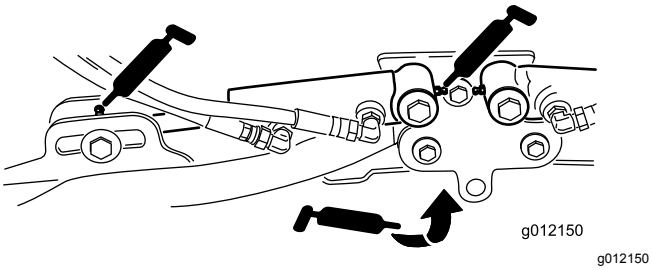

Figur 37
- Klippenheternas lyftarmscylindrar (2 var) (Figur 37)
- Lyftarmens svängtappar (1 var) (Figur 37)